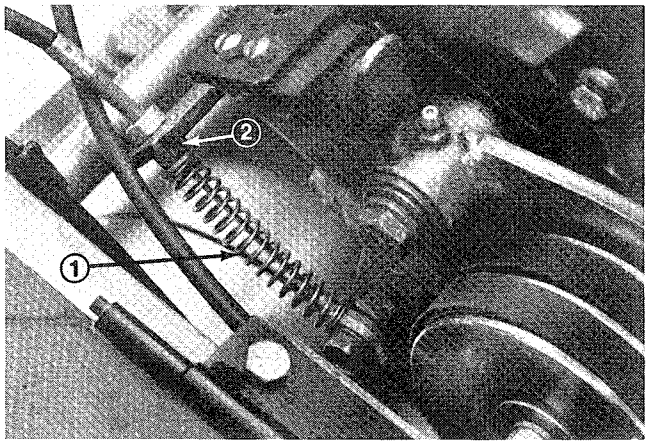

Figure 36
3. To increase cable tension, loosen front cable jam nut and tighten back cable jam nut (Fig. 36) until a force of 3-5 lbs. is required to engage traction control. Force to be measured at control knob.
3. To increase cable tension, loosen front cable jam nut and tighten back cable jam nut (Fig. 36) until a force of 3–5 lbs. is required to engage brake. Force to be measured at lever knob. Do not over adjust, so brake band drags.